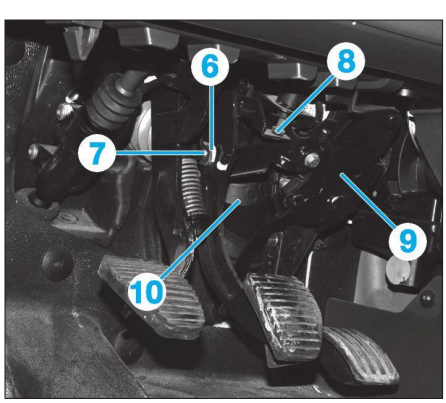
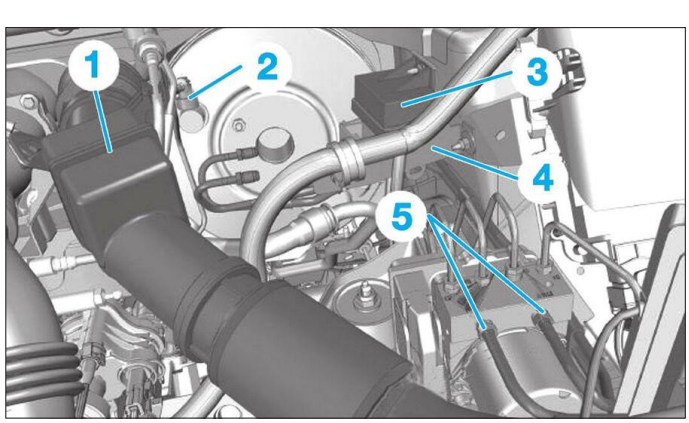
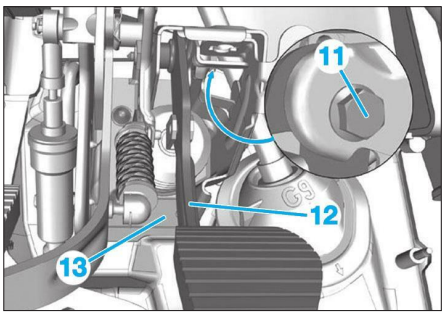
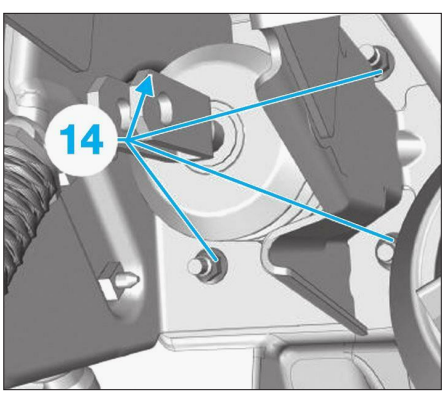

**Fig. 15**
**Fig. 14**
**Fig. 16**
**Fig. 17**
- le conduit d'air (1) **(Fig.14)**.
• Débrancher le tuyau de dépression (2).
- le boîtier de pré-postchauffage (3),
- le support du faisceau électrique (4).
• Désaccoupler les canalisations (5) de liquide de frein du groupe électrohydraulique.
- l'agrafe (6) puis l'axe (7) de la pédale de frein **(Fig.15)**.
- le contacteur de feux stop (8).
- la pédale d'accélérateur (9).
• Dégrafer le joint de la colonne de direction (10).
- la vis (11) puis extraire la pédale de frein (12) **(Fig.16)**,
- le joint du support pédalier (13).
• Déposer les 4 écrous et le servofrein (14) **(Fig.17)**.
- le contacteur de feux stop (8),
• Déposer les 4 écrous et le servofrein **(Fig.17)**.